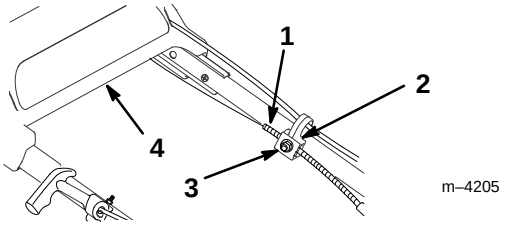

**Figure 23**
3. Loosen the cable support nut (Fig. 23).
5. With the upper handle pulled and held back as far as possible and while holding the drive bracket down, pull the cable jacket down (toward the lawn mower) to remove all the slack in the cable (Fig. 23).
6. Tighten the nut on the cable support (Fig. 23).